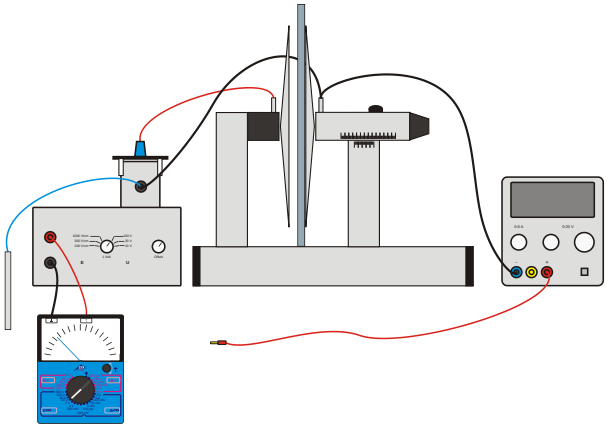

Fig. 2: Struttura sperimentale.
- Preparare l'esperimento come mostrato in Fig. 2.